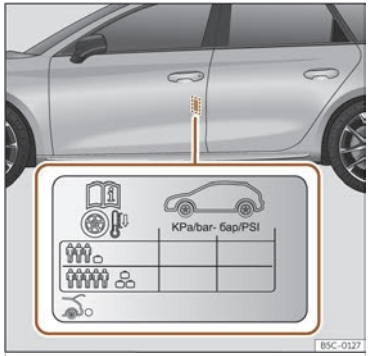

Fig. 250 Location of the tyre pressure sticker.
- Adjust tyre pressure to the load being carried by the vehicle ››› **Fig. 250**.
The tyre pressure values are shown on the sticker located on the rear frame of the front left door ››› **Fig. 250**.
The tyre pressure must be adjusted according to the load the vehicle is carrying. If the vehicle is going to be fully loaded, increase the tyre pressure to the maximum load value shown on the sticker ››› **Fig. 250**.
In the case of a minimised temporary spare wheel (125/70 R16 or 125/70 R18) inflate to a pressure of 4.2 bar as indicated on the tyre pressure label ››› Fig. 250.
- **The driver is responsible for ensuring that all of the vehicle tyres are correctly inflated to the right pressure. The recommended tyre pressure is indicated on the label ››› Fig. 250.**
- **Tyre pressure should be as indicated on the label when the tyres are cold at all times ››› Fig. 250.**